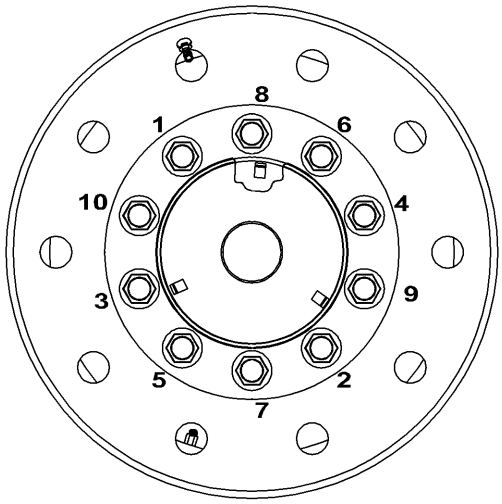

FIGURA 8-14
4. Alinee la rueda exterior de aluminio de manera que la extensión de la válvula de la rueda interior pase por el agujero provisto para ella. (En la Figura 8-14, el agujero mencionado se encuentra entre el espárrago rotulado “5” y el “7”.) Coloque la rueda exterior en los espárragos de montaje. Tenga cuidado de no dañar los espárragos.
8. Apriete las tuercas de rueda en la secuencia mostrada, a un par de apriete preliminar de 68 Nm (50 lb-pie) (vea la Figura 8-14).
9. Continúe apretando las tuercas en secuencia hasta que las 10 queden apretadas a un par de 610 a 678 Nm (450 a 500 lb-pie) (vea la Figura 8-14)